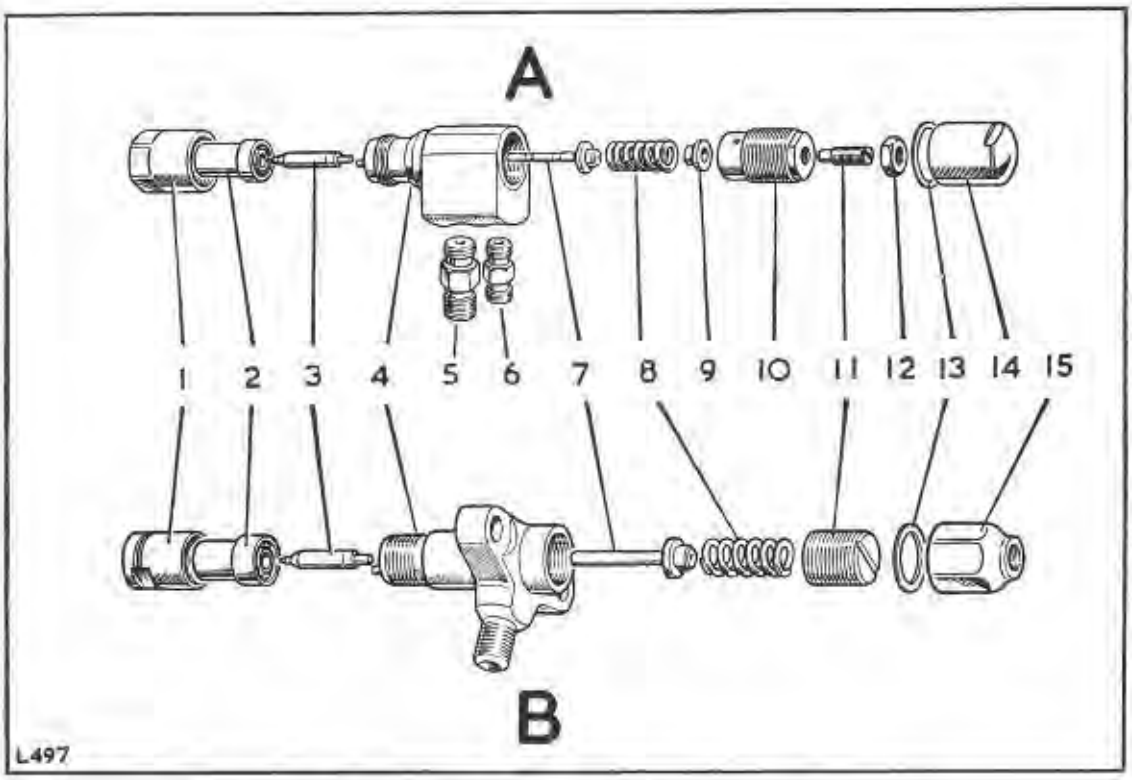

**Fig. L1-79. Exploded view of injector nozzle and holder assembly**
1. Remove the nozzle holder protection cap and copper washer, unscrew the locknut, pressure adjusting screw and pressure sleeve, then withdraw the spring cap, spring and valve spindle. Unscrew the pipe unions and remove the copper washers. See Fig. L1-79 for variations between early and latest type nozzles.